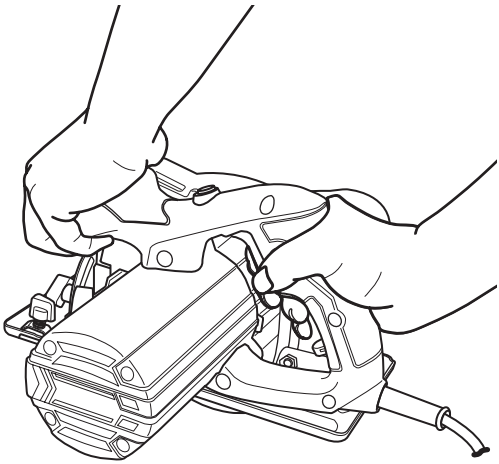

Fig. 12
> Segure o produto com uma mão na pega traseira (2) e com a outra mão na pega frontal (6). Nunca coloque o produto a funcionar só com uma mão. Mantenha as suas mãos afastadas da parte inferior da peça de trabalho (Fig. 12).